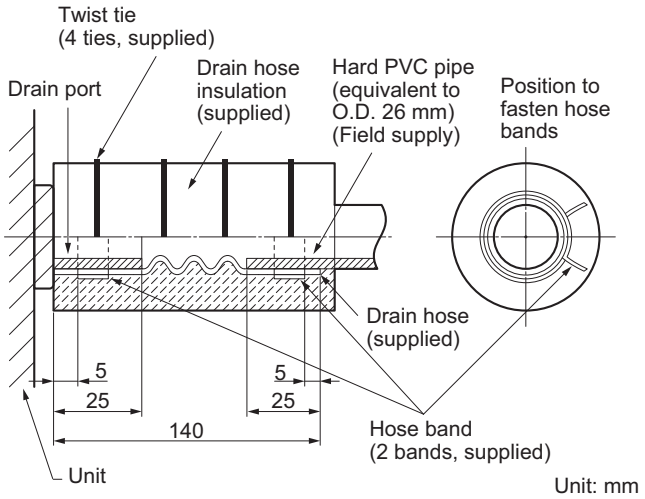

Fig. 2-145
(1) Prepare standard hard PVC pipe (O.D. 26 mm) for the drain and use the supplied hose band to prevent water leaks. (Fig. 2-145)
- Attach so that the hose band fastener is on the side of the drain port. (Fig. 2-145)
- Attach the hose bands so that each is approximately 5 to 25 mm from the end of the supplied drain hose. (Fig. 2-145)